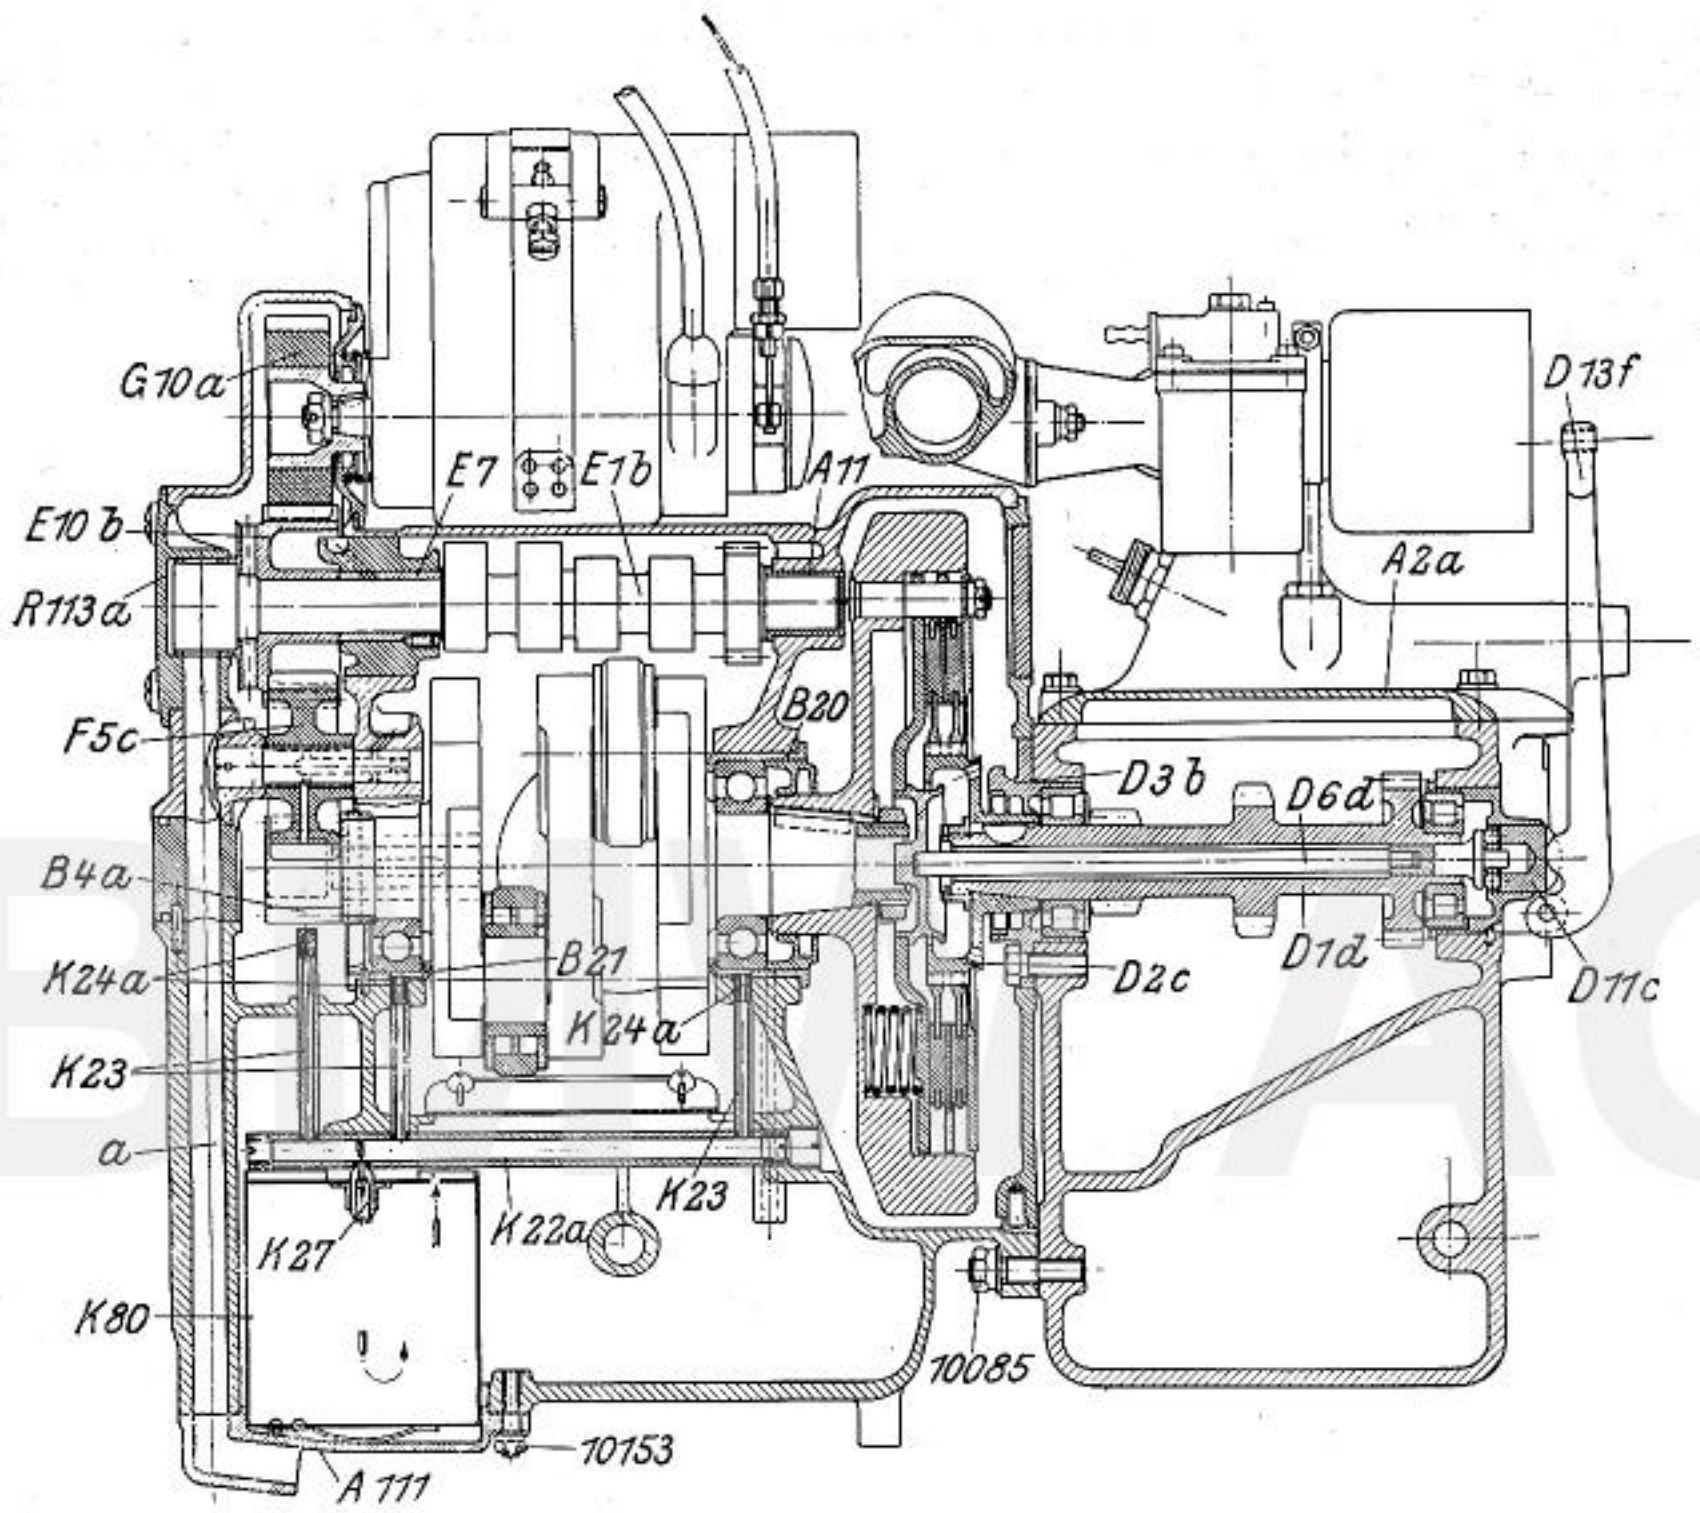

Abb. 12 Längsschnitt durch Motor und Getriebe
Vor Abnahme des Motorgehäuse-Oberteiles muß das Getriebe durch Lösen der drei Befestigungsmuttern **10085** unten in der Mitte und oben zu jeder Seite und Herausziehen der zwei Kopfschrauben **10998 A** entfernt werden (Abb. 12 und 16).
6. Entlüftung: Die Entlüftung erfolgt durch den mit dem Stirnrad **E 10 b** der Steuerwelle **E 1 b** aus einem Stück bestehenden Drehschieber (Abb. 12). Beim einwärtsgehen der Kolben gelangt die im Motorgehäuse verdichtete Luft durch diesen und den Deckel **R 113a** in die eingegossene Leitung **a** des Gehäuses und Deckels **A 111** ins Freie. Auf diese Art wird im Motorgehäuse immer ein geringer Unterdruck erzeugt, der ein Austreten von Öl an den Trennfugen des Gehäuses wirksam verhindert.
der Steuerwelle **E 1 b** angetrieben wird. Das Öl wird durch eine Bohrung im Deckel **K 3** in das Steigrohr **K 21** gedrückt und gelangt in das Ölverteilungsrohr **K 22a** (Abb. 12) und von hier durch die senkrechten Ölrohre **K 23** und die kalibrierten Öldüsen **K 24a**, zu den Lagerbüchsen **B 20** und **B 21** zur Schmierung der Kurbelwellenrollenlager. Ein Teil des Öles gelangt in die Veilerrinnen der Lagerbüchsen, von wo es dann durch die hohlgebohrten Hubzapfen der Kurbelwelle den Pleuellagern zugeführt wird. Die Schmierung der Kolben und Kolbenbolzen erfolgt durch das von der Kurbelwelle gegen die Zylinderwandungen geschleuderte Öl. Das vordere renkrechte Ölrohr **K 23** sorgt für die Schmierung des Antriebsrades **B 4a** auf der Kurbelwelle, wodurch wieder das Zwischenrad **F 5c**, Stirnrad **E 10 b** und somit die Lagerbüchsen **E 7** und **A 11**
Der Betätigungshebel für die Kupplung befindet sich am Ende des linken Lenkergriffes (Abb. 35) und wirkt durch einen Bowdenzug auf den am Getriebeende befindlichen Kupplungshebel **D 13 f** (Abb. 12 und 16). Das Ausrücken der Kupplung und somit Unterbrechung der Kraftübertragung auf das Getriebe erfolgt durch Anziehen des Betätigungshebels
Während der Einfahrzeit wird häufiger Ölwechsel für den Motor dringend empfohlen. Alle 500 km ist das Öl aus dem Motorgehäuse vollständig abzulassen, der Ölfilter **K 80** (Abb. 12) durch Lösen der sechs Muttern **10153** und Entfernen des Deckels **A 111** herauszunehmen, das Gehäuse mit Petroleum durchzuspülen und durch Nachspülen mit etwas Öl das Petroleum wieder zu entfernen. Ölfilter keinesfalls mit Benzin oder Petroleum reinigen! Nach dem Einbau des Ölfilters neues Öl nur durch ein Sieb auffüllen! Den Ölstand im Motor alle 400 km kontrollieren und bis zur oberen Ringmarke des Tauchstabes nachfüllen. Nach der Einfahrzeit ist das Öl alle 3000 km abzulassen und zu erneuern. (S. Abb. Tafel 1 und 2.) Der Ölfilter wird nach 12000—15000 km wirkungslos und ist dann zu erneuern.